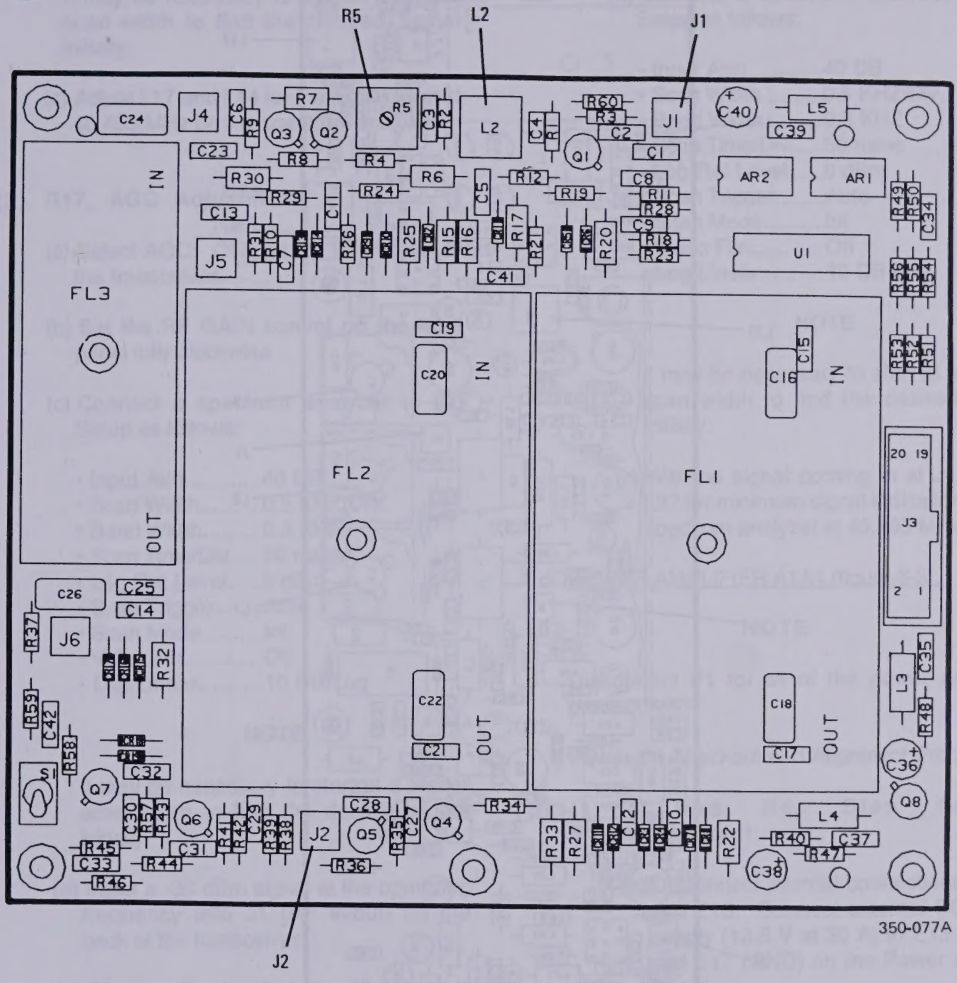

Figure 6-3. IF Filter PWB Assy
b. IF FILTER PWB ASSY., A1A2 (figure 6-3)
(1) L2, 455 KHZ Fltr Input Adj.